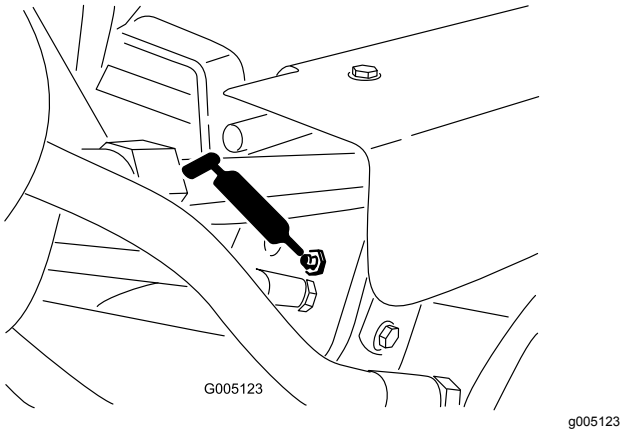

**Figur 40**
- Løftesylinderne (3) (Figur 40)